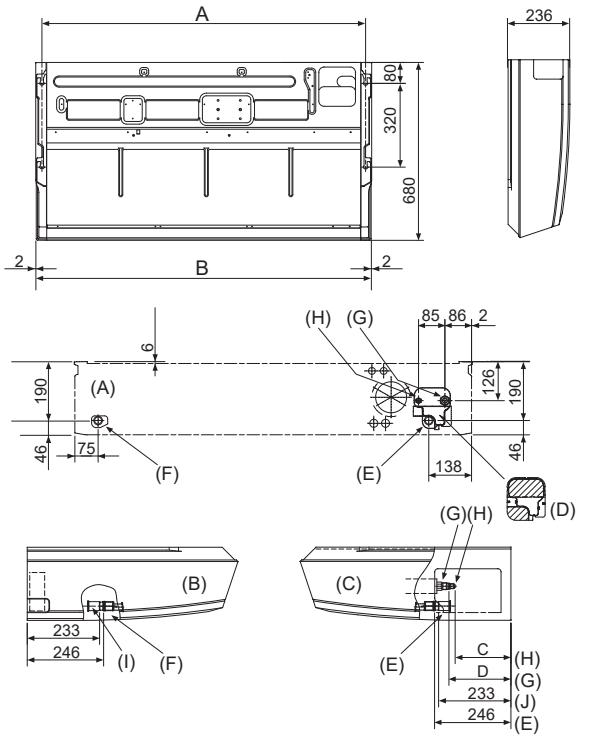

Abb. 3-2
3.2. Vorbereitung zur Aufstellung (Abb. 3-2)